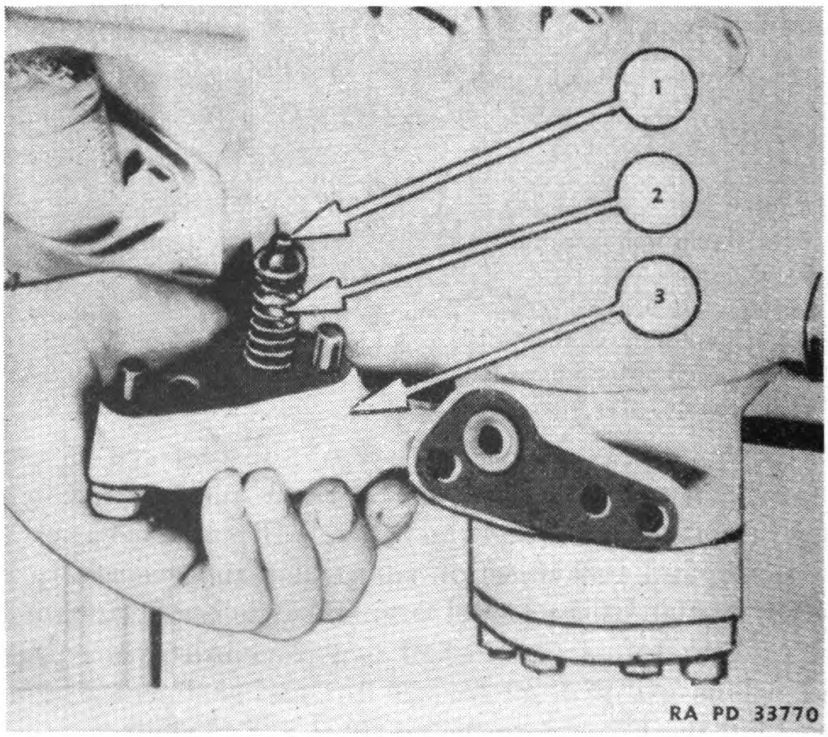

FIGURE 49.—Fuel transfer pump adapter.
46. Fuel transfer pump and adapter.—*a.* The fuel transfer pump mounts directly under the fuel filter housing and is driven by the accessory shaft. This pump is self-venting. An adapter (3) (fig. 49) is mounted on the side of the transfer pump and contains a plunger (1) and spring (2). This plunger opens when the fuel injection pumps do not use all the fuel or when the fuel filters become clogged. The spring pressure is such that fuel is bypassed within the pump and adapter without causing damage to the fuel filter or gage mechanism.